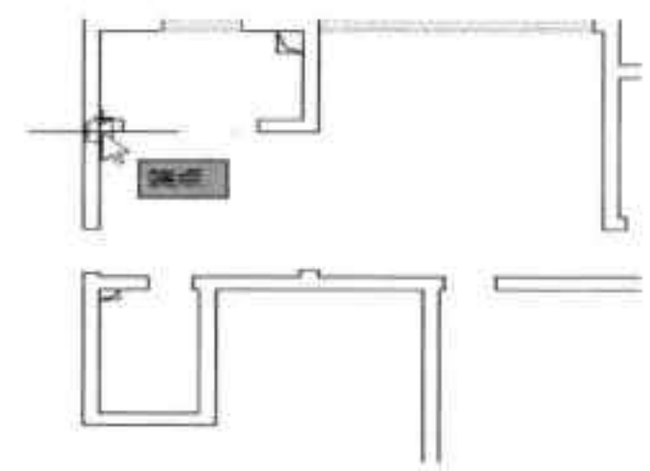

图4-68 捕捉第一测量点
Step02 执行“默认 > 实用工具 > 测量 > 面积”命令，根据命令行提示，捕捉客厅第一个测量点，如图 4-68 所示。